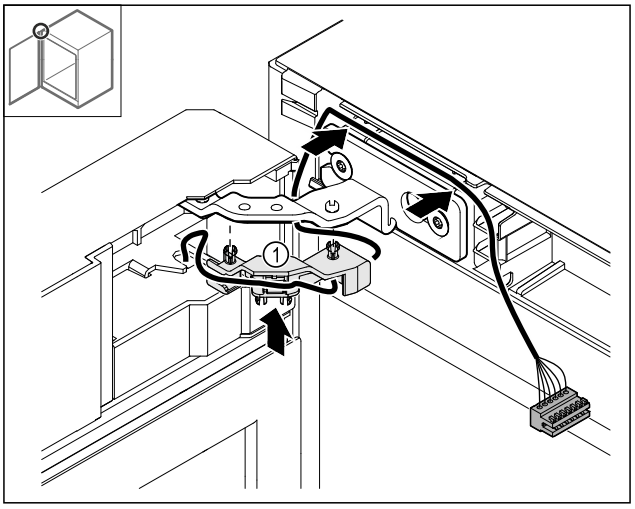

Fig. 48
▶ Kabelhalterung *Fig. 48 (1)* ins Scharnier drücken.